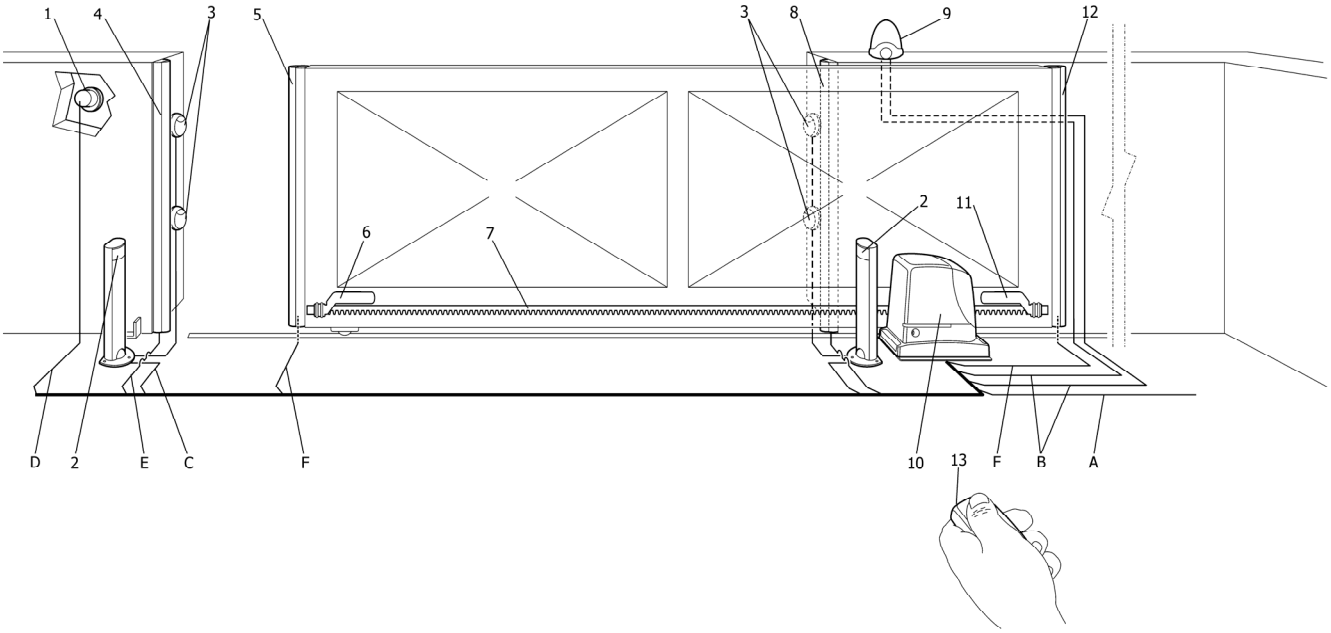

Рисунок 2
2. Снять резиновую оболочку, которая закрывает отверстие и ввести внутрь все имеющиеся соединительные провода для различных устройств, оставляя их на 20-30 см длиннее. См. таблицу 5 (типы проводов) и рисунок 2 (их соединения).